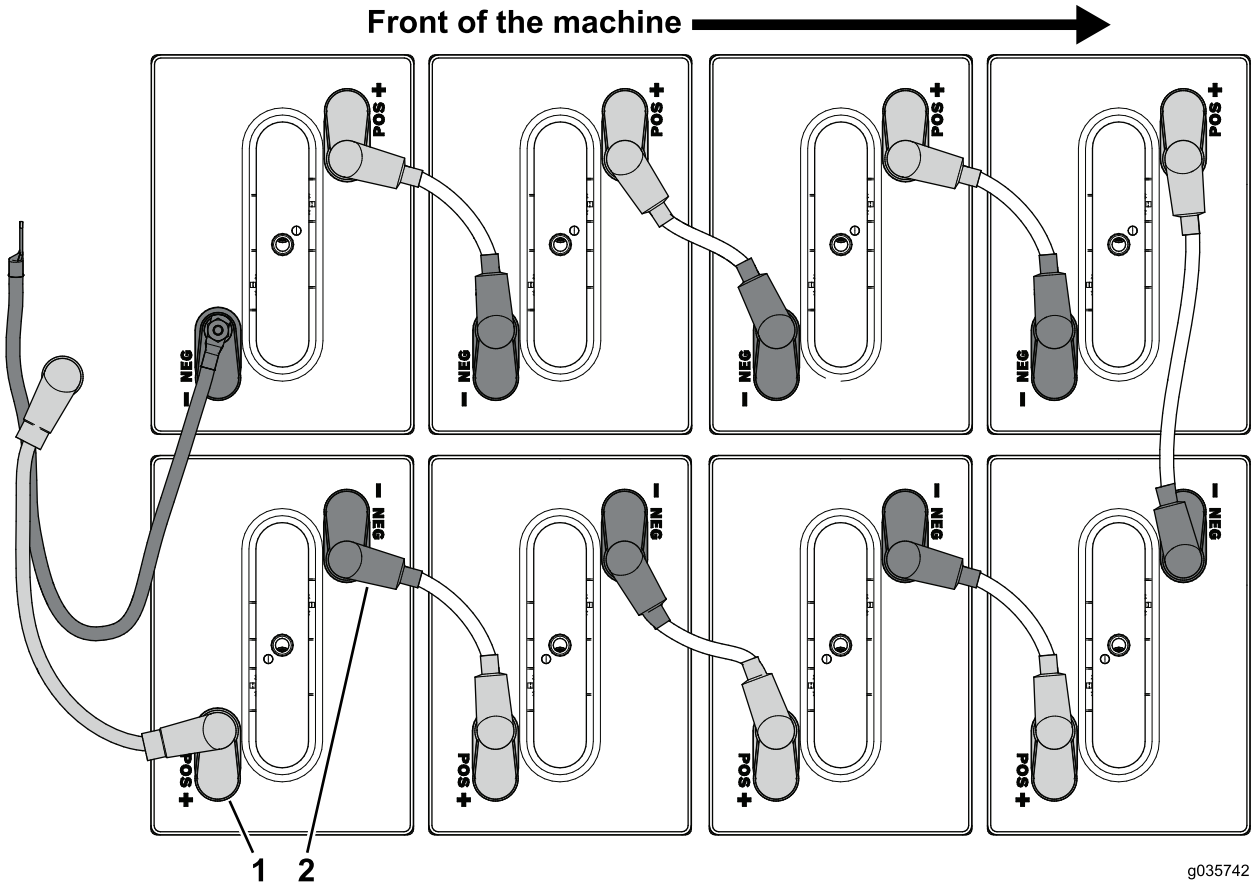

Figure 98
4. Connect the battery cables connected to the positive (+) terminal on the batteries in the front battery tray (Figure 98).
5. Connect the battery cables connected to the negative (–) terminal on the batteries in the front battery tray (Figure 98).